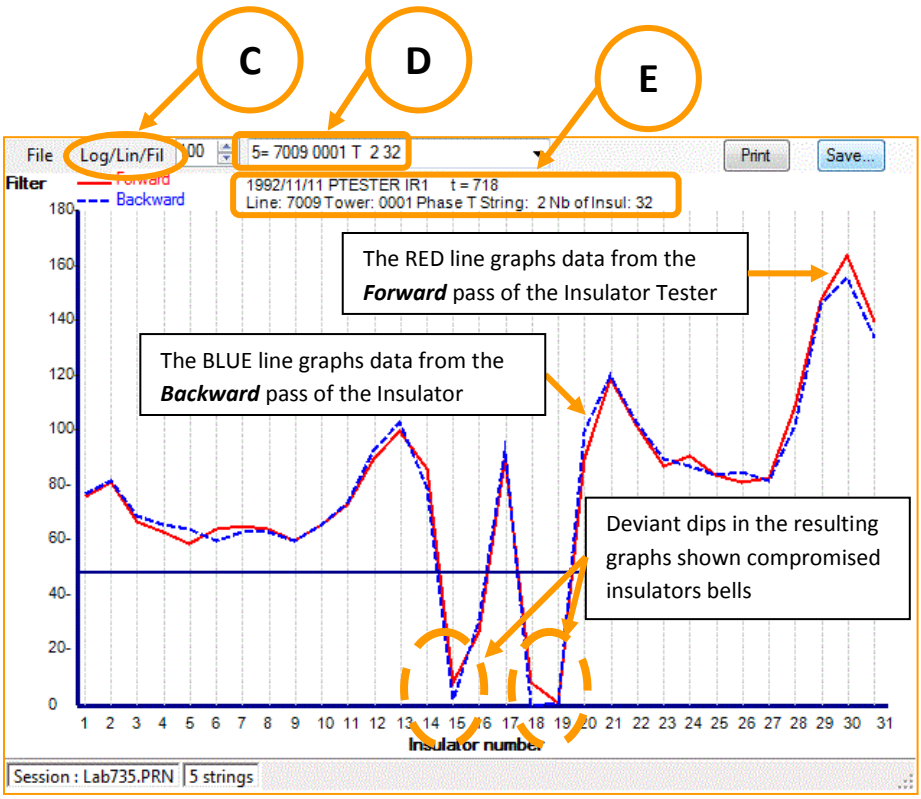

**Figure 17**
C) **Log/Lin/Fil** (Figure 17) indicates the scaling upon which the graphic results of the scans will be represented. This scaling option is made available by the Windows-based Insulator Tester Software for very High Voltage insulator strings of 12 or more Porcelain insulators.